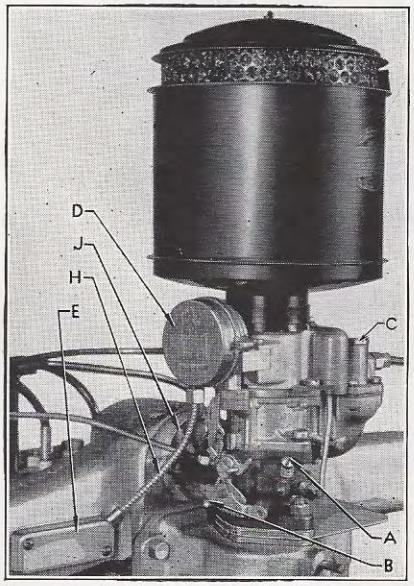

Figure 8
The down-draft, single barrel, automatic choke type carburetor, Fig. 8, is used on models 10T, 10P, 10C, 18P and 18C. This carburetor incorporates vacuum controlled metering rod, anti-percolator valve, accelerating pump and fast idle features for warm-up period. A filter screen is also incorporated at the inlet to preclude the entrance of foreign particles into the float chamber.
Fuel Mixture is controlled by the idling adjusting screw (A), Fig. 8. *Before making any adjustment the engine should be run until it reaches normal operating temperature.* To adjust, turn the screw into its seat (clockwise), then out (counter-clockwise) exactly one turn. Readjust for smooth idling. Final adjustment should be from ½ to 1½ turns out from its full in position.
Throttle Adjusting Screw (B), Fig. 8, should be set for a speed of 7½ to 8 miles per hour in high gear.
Manifold Heat Control Valve (J), Fig. 8, should be set with the pointer on the valve pointing toward the letter "W" on the rear slope of the manifold for all seasons of the year.
Filter Screen Cap (C), Fig. 8, should be removed every 2,000 miles to permit cleaning the screen.